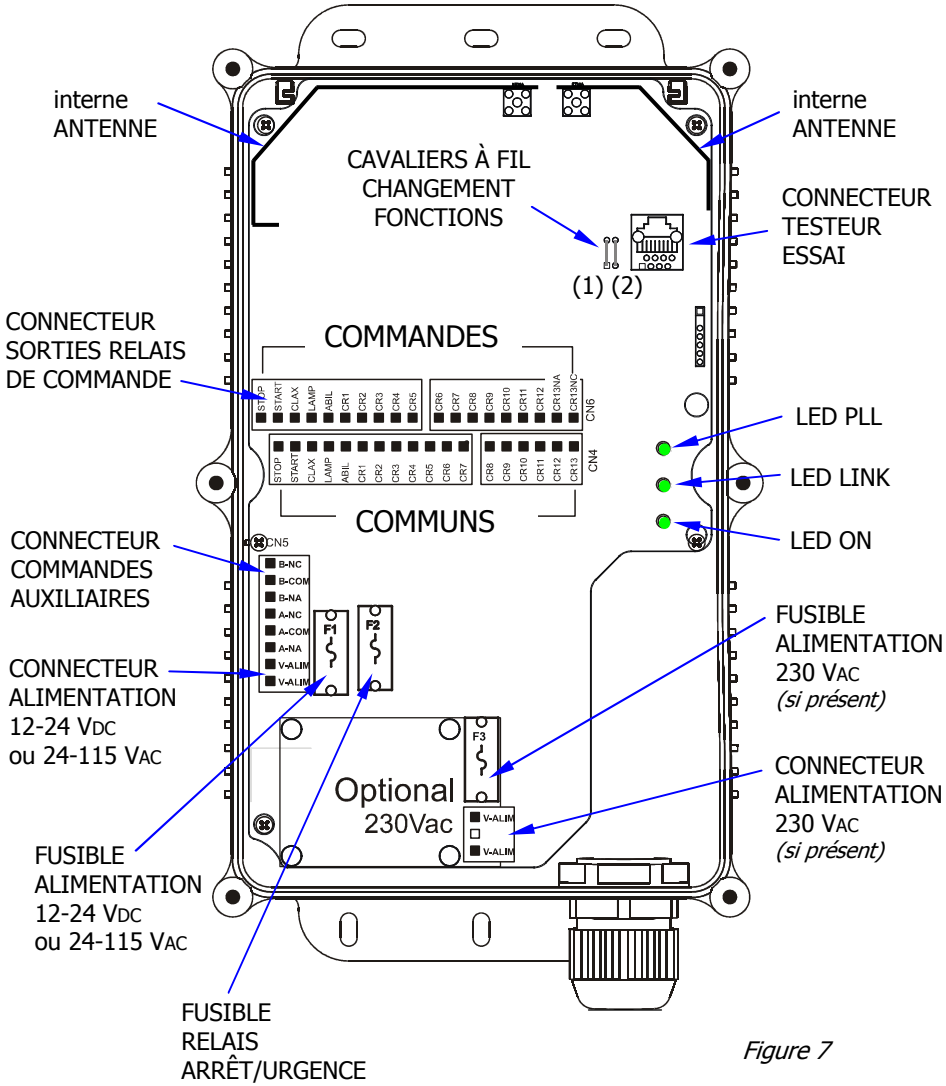

Figure 7
- Contrôler que la LED verte ON (voir Fig. 7, 9), qui signale la présence de tension, s'allume sur le récepteur.
- Activer l'émetteur et contrôler que la LED verte LINK (voir Fig. 7, 9), qui signale la communication correcte entre émetteur et récepteur, s'allume de manière fixe sur le récepteur.
Appuyer sur le bouton Arrêt/Urgence (voir Fig. 1) et vérifier que la LED LINK (voir Fig. 7, 9), qui signale la désactivation de la commande radio, s'éteint sur le récepteur.